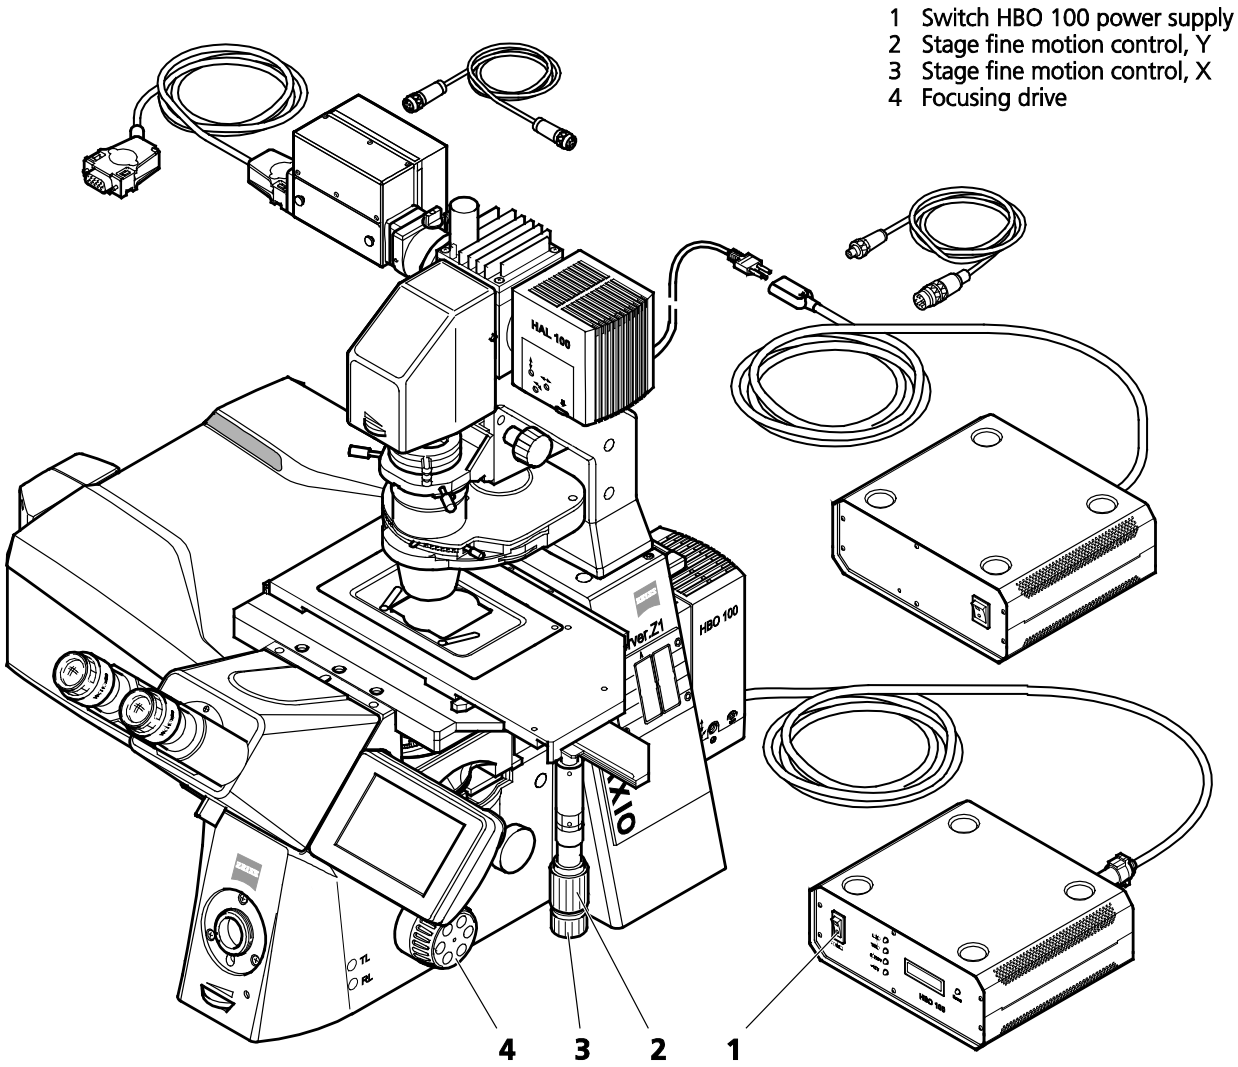

Fig. 59 LSM 880 with Axio Observer.Z1
- Use the focusing drive (Fig. 59/**4**) to focus the required specimen plane.
- Select specimen detail by moving the stage in X and Y via the XY stage fine motion control (Fig. 59/**3** and **2**).
(2) Microscope settings on Axio Observer for transmitted-light observation
(3) Microscope settings on Axio Observer for reflected-light observation (Epi-fluorescence)
- Turn on the HBO 100 power supply switch (Fig. 59/**1**).